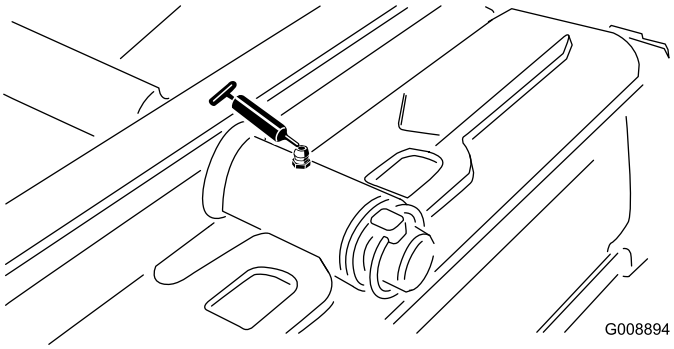

Figuur 47
- Draaipunt van achtermaaidek (Figuur 47)